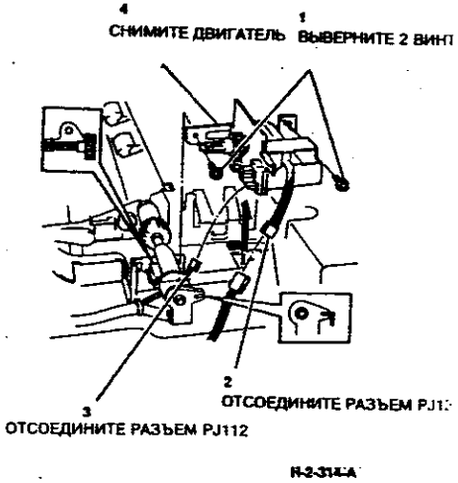

**Рисунок 1. Снятие двигателя боковой регистрации**
4. (Рисунок 1) Снимите двигатель бо ковой регистрации. Выворачива винты, соблюдайте осторожность не повредите жгуты электропровод ки.